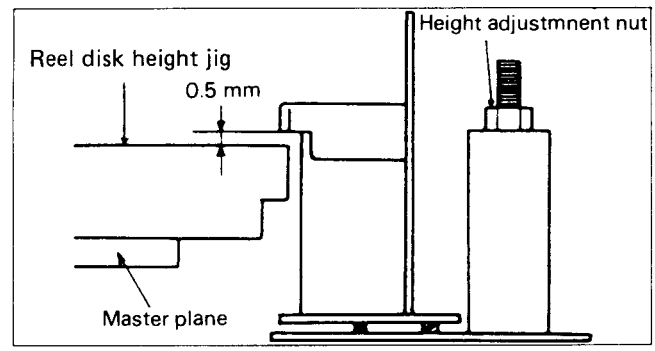

Fig. 9 Height Adjustment
4) Adjust the height adjustment nut so that the gap between the reel disk height jig and the shield case of the A/C head is approx. 0.5 mm when the right-angle guage is placed on the master plane and it is brought near to the A/C head. (Refer to Fig. 9.)